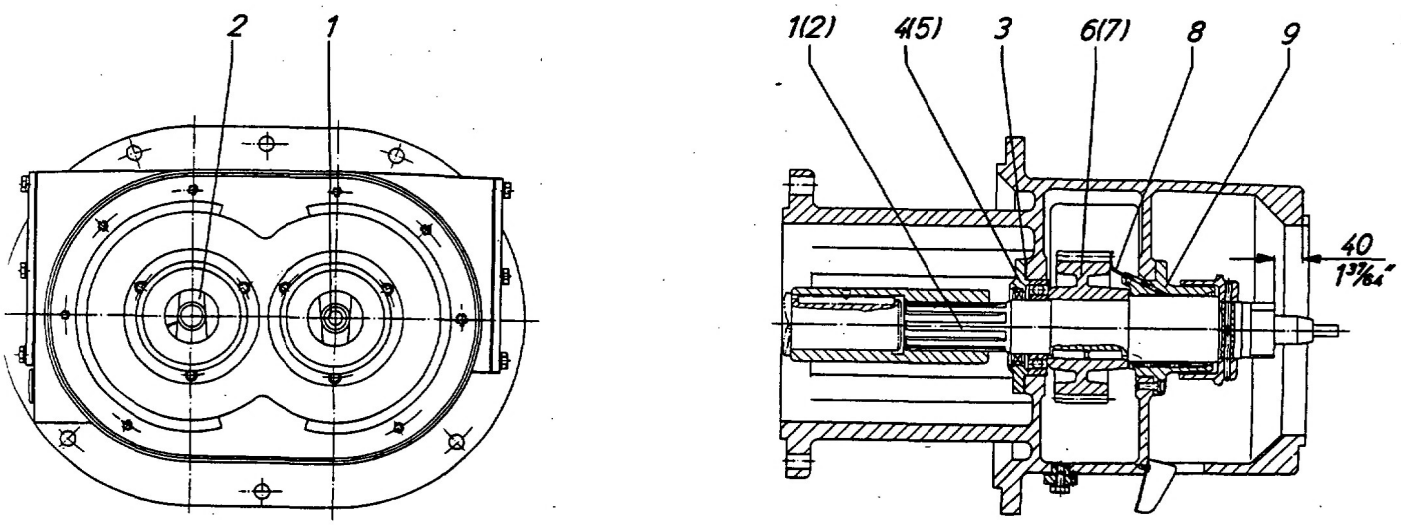

Bild 1/9
17. Lage der Kupplungen an den Mitnehmerwellen im Zahnradgehäuse (Bild 1/9)